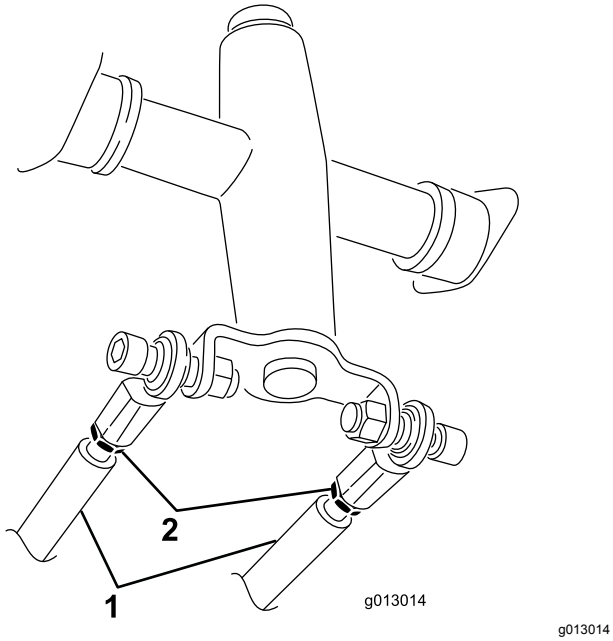

Figur 56
3. Lossa kontramuttrarna på drivstängerna, under reglagepanelen (Figur 56).